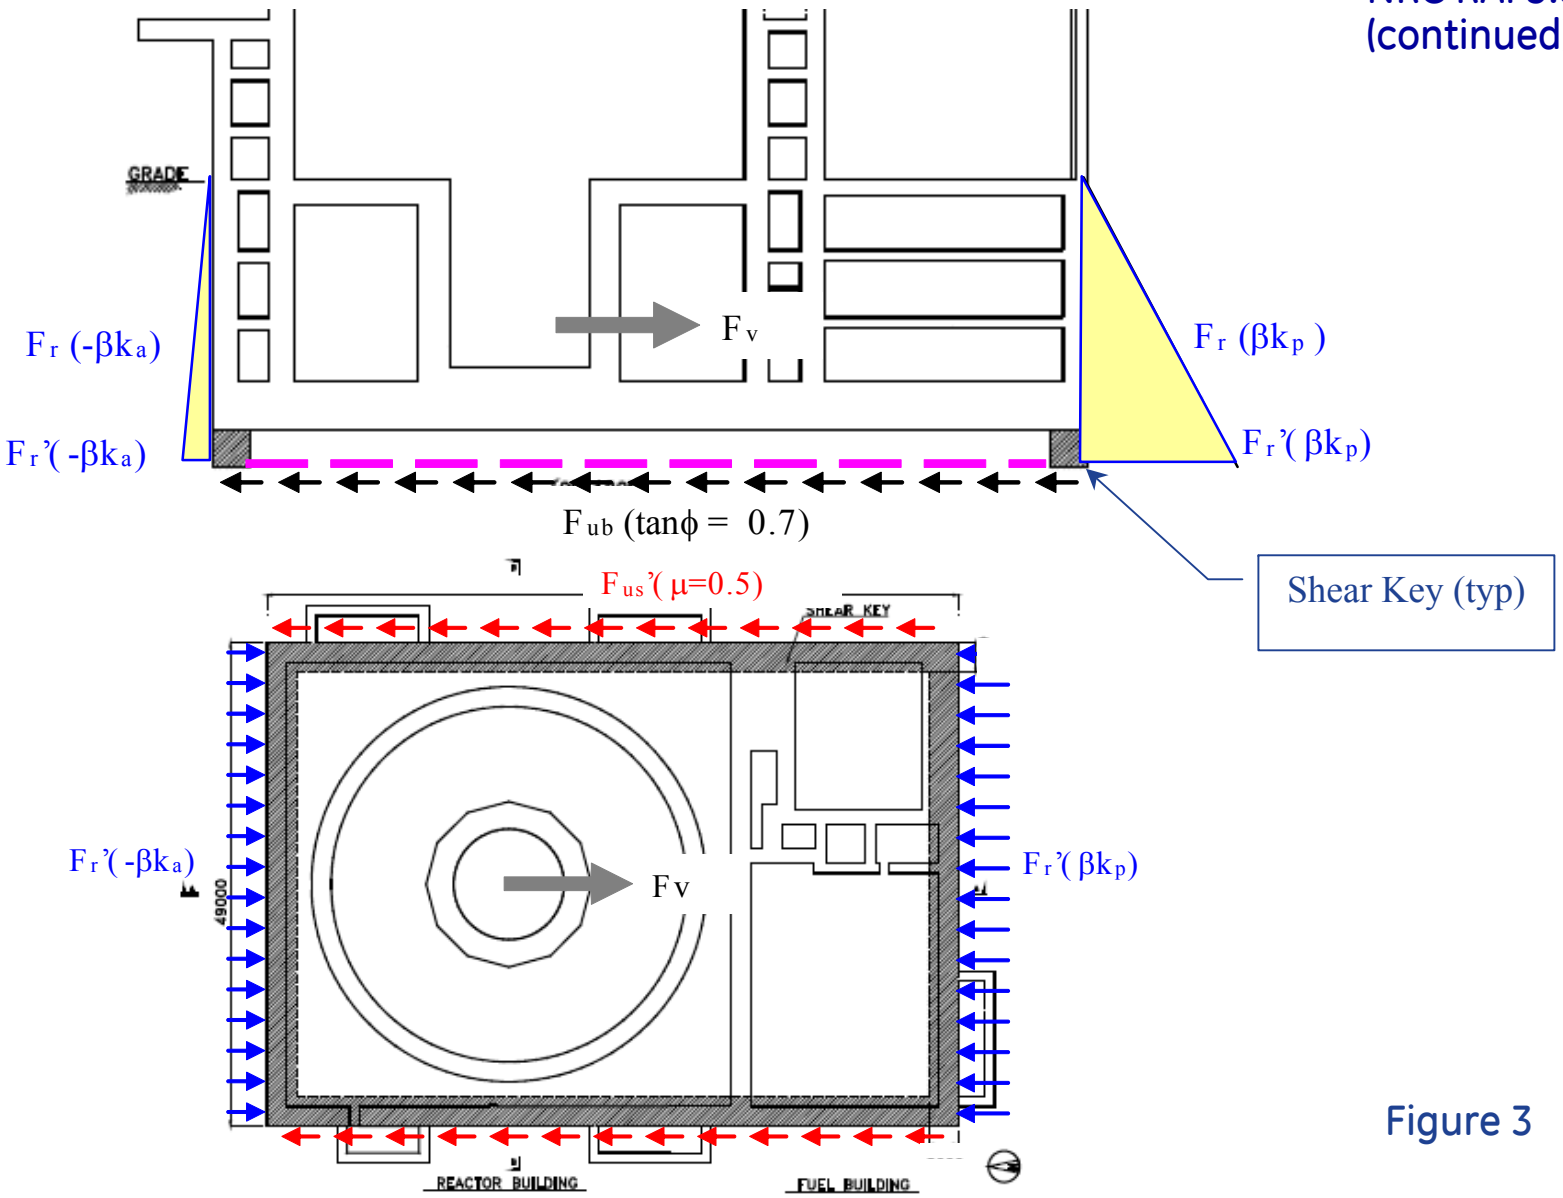

Figure 3
- GEH added shear keys to the RB/FB complex and FWSC to increase the sliding resistance. See Figure 3.